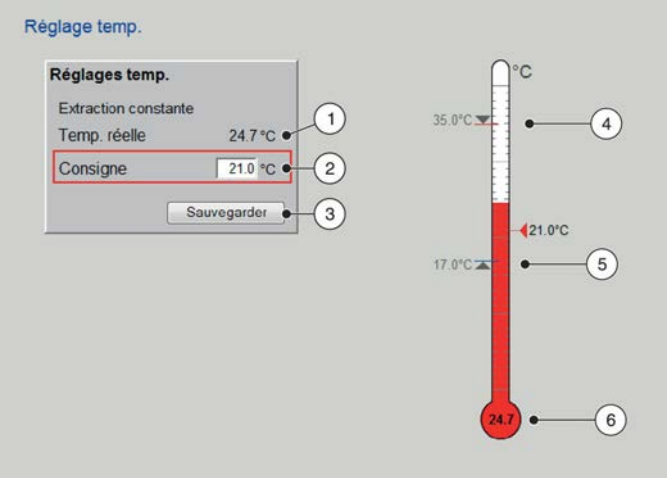

Fig. 33: Réglage de la température
2. ▸ Saisir une valeur de température de consigne (Voir la Fig. 33/2).
3. ▸ Cliquer sur *« Enregistrer »* (Voir la Fig. 33/3).